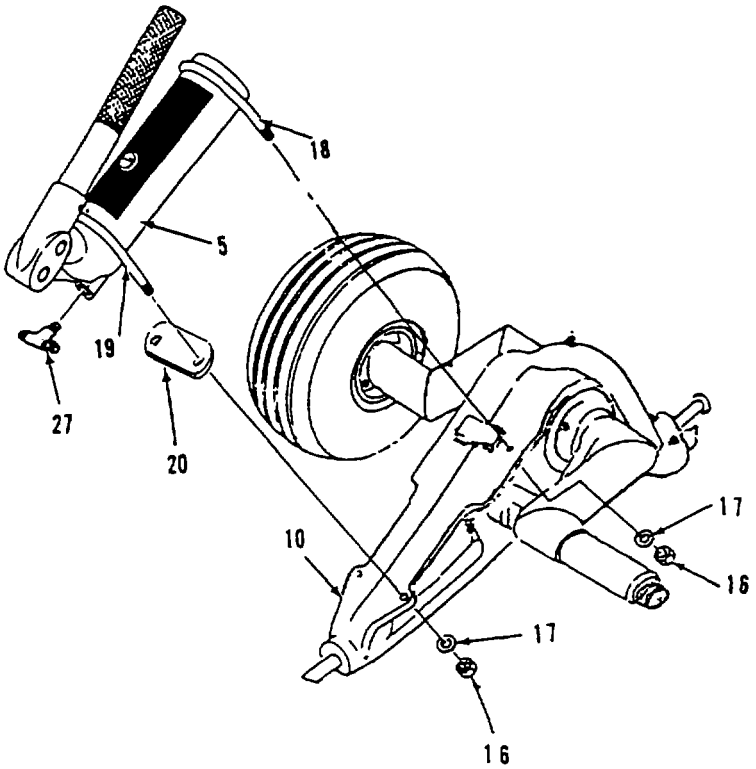

Figure 3-5. Hydraulic Pump, Part No BU0953B
2. Refer to figure 3-5 and install Hydraulic Pump (5), with part number BU0953B.
a. Position hydraulic pump (5) on cradle assembly (10) until It is centered over four mounting holes in cradle.
b. Install spacer (20) under pump at front, install U-bolt (19) over pump body (5) and insert through holes in spacer and cradle; attach U-bolt with washers (17) and nuts (16).
c. Install bolt (18) over pump body (5) and insert through holes in cradle; install washers (17) and nuts (16).
d. Install tee fitting (27), wrapped with Teflon Tape (item 8, Appendix D), in reducer/metering valve in pump.
e. Connect hose assemblies to both sides of tee fitting (27), but do not tighten completely at this time. Ensure that hoses do not rub on wheels.
Refer to figure 3-5 or 3-6 and perform fill and bleed procedure of hydraulic system as follows: